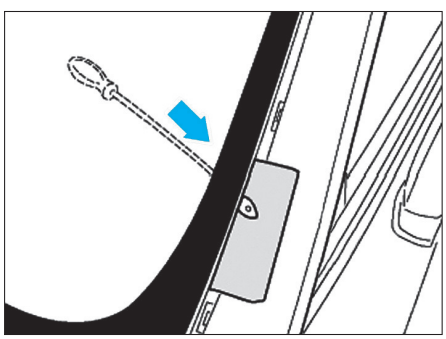

FIG. 1
• Faire passer l'alène dans l'arrondi inférieur gauche de la glace, de l'intérieur vers l'extérieur, à travers le cordon de colle **(Fig.1)**.